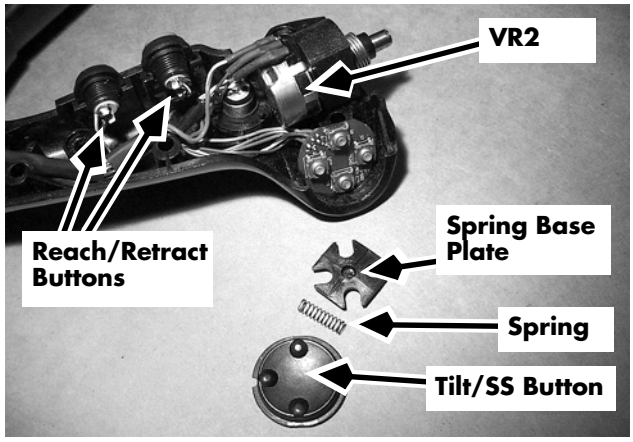

Figure 7-51: Control Handle, Right Half (DS/DT/DZ)
2. Loosen the two (2) metal setscrews, and remove the lift/lower knob.
3. Remove seven (7) Allen head screws securing the handle shell halves together. Note the location of the long and short screw in the end of the handle.
5. Remove the tilt/sideshift button, spring, and spring base plate. See Figure 7-51.
3. Orient the VR1 return spring ears straight up in the right half of the handle as shown in Figure 7-51.